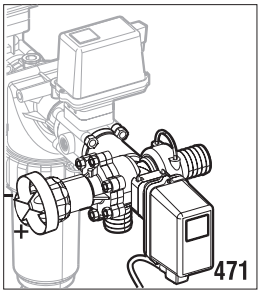
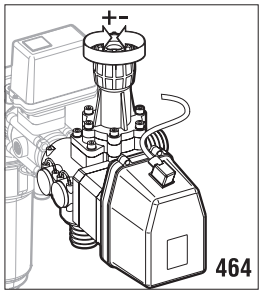

Abb. 7
Abb. 8
5.1.1 Regelarmaturen mit Gleichdruck (Abb. 7 + Abb. 8)